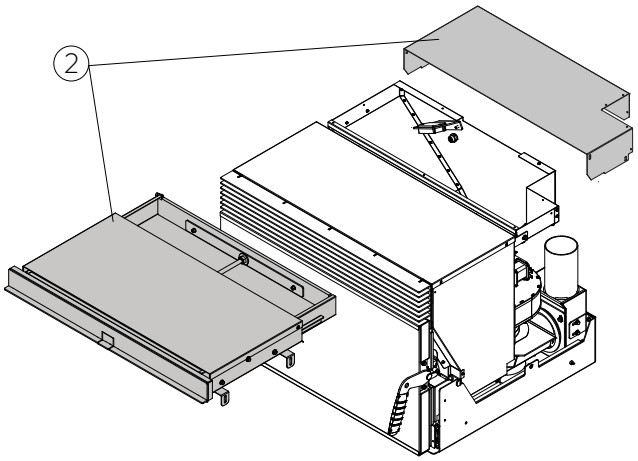

Abb. 6.4.2
B) Frontladeschublade für die Ausführung mit Frontluftauslass „2“ (Abb. 6.4.2)